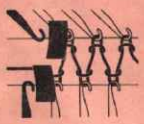

Fig. 69
b) Links 2 Maschen aufnehmen. Gleich arbeiten wie für rechts, jedoch auf der linken Seite, Fig. 69.